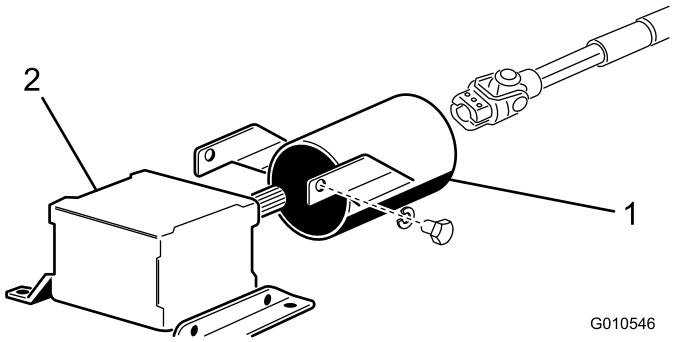

Figur 8
gearkassen (Figur 8). Gem fastgørelsesanordningerne til fremtidig montering.
4. Skub kraftudtagsakslens afskærmning på kraftudtagsakslen – placer afskærmningen som vist i Figur 8.